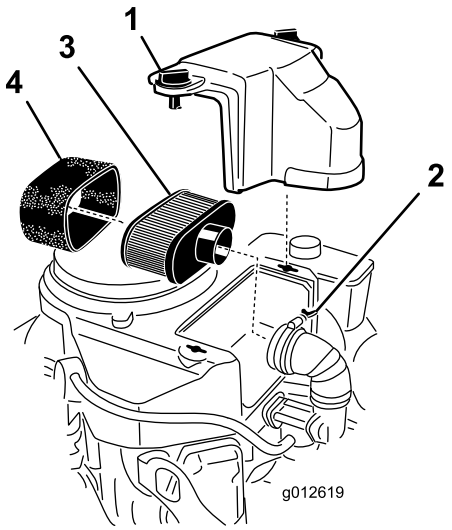

**Figur 42**
3. Rengjør rundt luftfilteret for å unngå at det kommer partikler i motoren som kan forårsake skade (Figur 42).
4. Skru løs dekselknottene og fjern luftrenserdekselet (Figur 42).
5. Skru løs slangeklemmen og fjern luftrenseren (Figur 42).
6. Dra forsiktig skumelementet av papirelementet (Figur 42).
1. Rengjør papirelementet ved å dunke forsiktig for å fjerne støv. Hvis papirelementet er veldig skittent, kan du erstatte det med et nytt (Figur 42).
1. Skyv forsiktig skumelementet opp på papirelementet (Figur 42).
2. Sett luftrenseren på luftrenserbasen eller -slangen, og fest den (Figur 42).
3. Sett luftfilterdekselet på plass og skru fast dekselknotten (Figur 42).